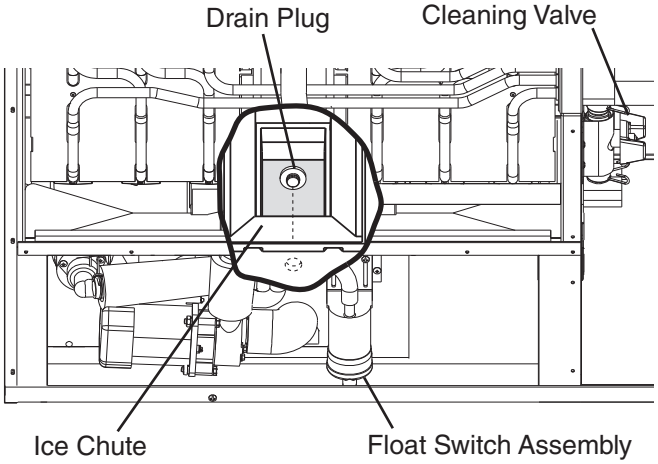

Fig. 19
7) Remove the insulation panel. Remove the drain plug located on the lower front part of the ice chute. See Fig. 19. Allow the water tank to drain.
4) Remove the front insulation panel, then remove the drain plug. See Fig. 19. After the water tank has drained, replace the drain plug and front insulation panel.